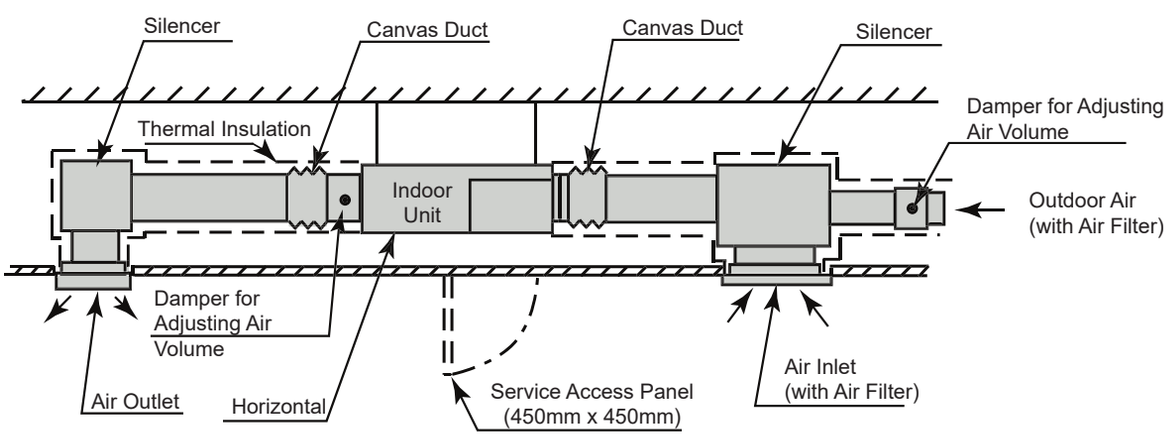

Fig. 4.8 Duct Connection
(1) The supply duct should be connected with the indoor unit through canvas ducts, in order to avoid abnormal sound vibration (Refer to Fig. 4.8). The unit is equipped with a pre-drilled duct flange for the supply duct connection.
(2) Attach the vibration proof rubber to Sling Bolt in order to avoid abnormal sound vibration.
(3) Duct material should be non-flammable material.
(4) Perform the heat insulation work over the duct for dew protection.